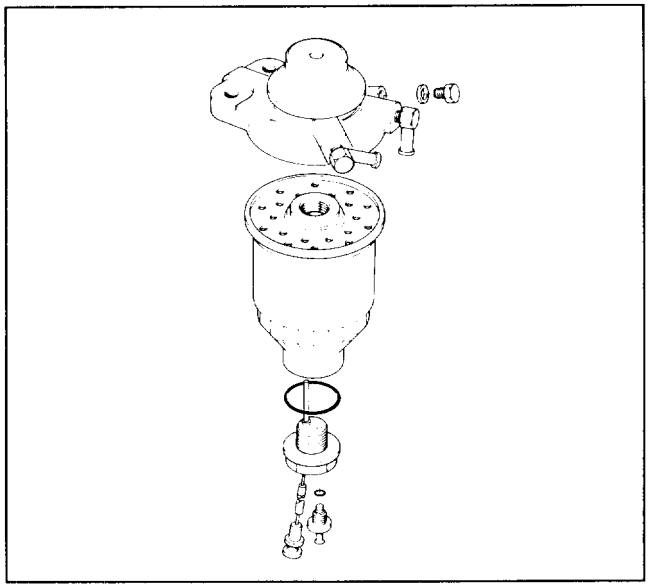

Figure 32
2. Replacing Filter (Fig. 32) – Replace filter if fuel flow is restricted, after every 500 hours of operation, or annually, whichever comes first. To replace, disconnect wire connectors and unscrew drain outlet and O-ring. Unscrew filter and replace with new Toro filter. Install drain plug and O-ring. Push wire connectors together.